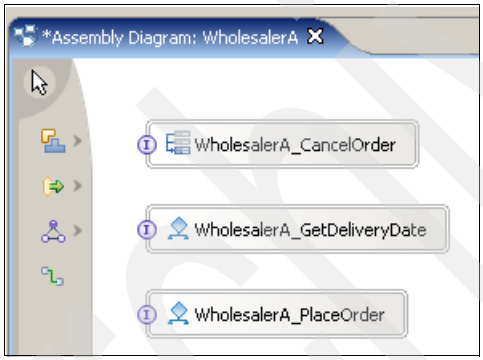

Figure A-71 Assembly diagram with components
3. Expand **WholesalerA** → **Business Logic** → **Rule Groups**, and from the Rule Groups folder, drag **WholesalerA_CancelOrder** onto the assembly diagram. Figure A-71 shows the changes to the assembly diagram.